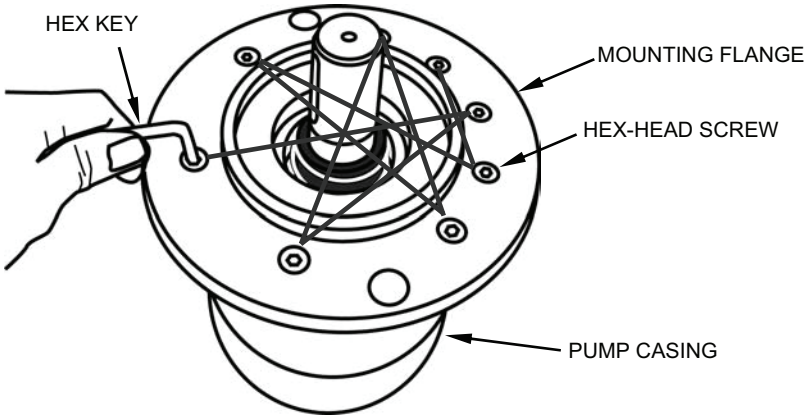

Figure 40. Securing Mounting Flange to Pump Casing.
w. Using the hex key, secure the mounting flange to the pump casing with the eight hex-head screws (see **Figure 40**). Tighten in an alternating star pattern, checking under the flange frequently to ensure the O-ring seats properly and does not bulge out.